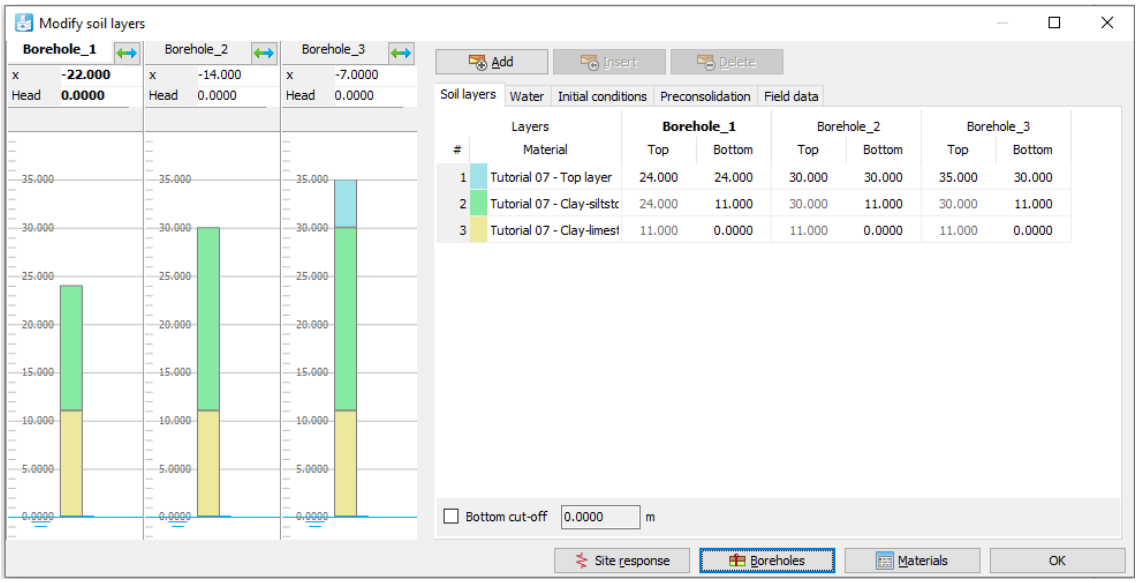

Figure 88: Soil layer distribution
10. Specify the soil layer distribution as shown in Figure 88 (on page 112).
1. Create soil material data sets according to Table 17 (on page 112) and assign them to the corresponding layers (Figure 88 (on page 112)).